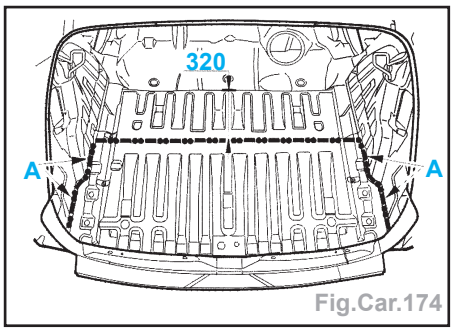

Fig.Car.174
- Tracer puis découper le plancher à l'aide d'une meule épaisseur 1 mm (coupe provisoire) (Fig.Car.174).
• par meulage les points **A** (Fig.Car.174),